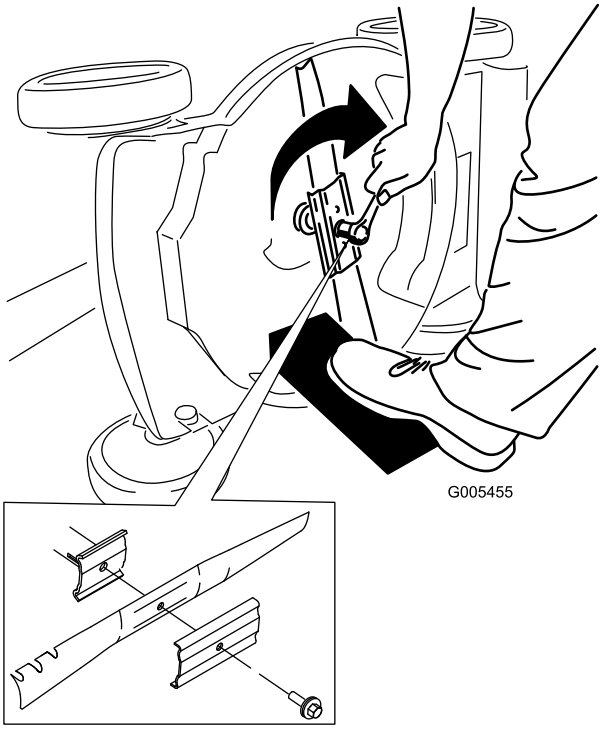

Figure 20
5. Montez la nouvelle lame et toutes les fixations (Figure 20).